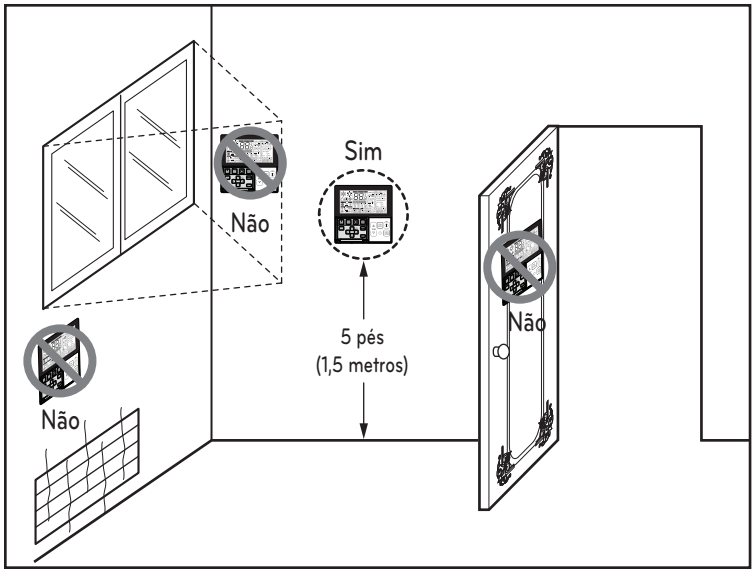

Fig.1 Localizações típicas para o controlo remoto
- Este controlo remoto está equipado com um visor LED de sete segmentos. Para uma boa exibição do LED do controlo remoto, este deve ser instalado de forma adequada, conforme indicado na Fig. 1 (A altura padrão é de 1,2 a 1,5 m a partir do nível do chão.)